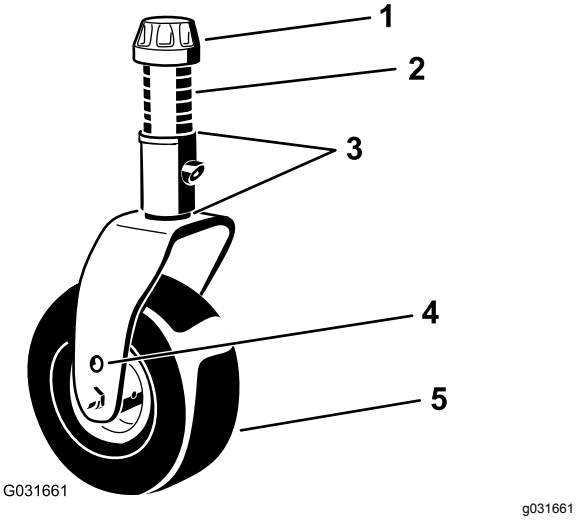
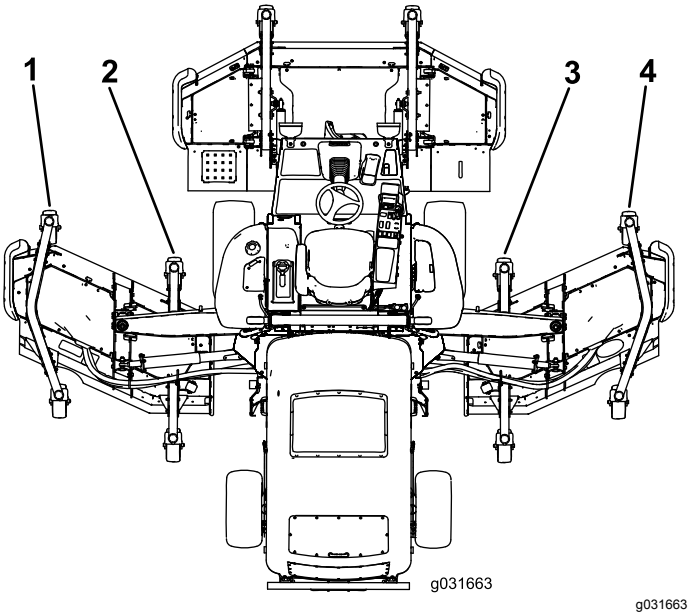

Figur 43
Figur 44
5. Hvis innerkanten på sideklippeenheten er for høy sammenliknet med ytterkanten på den fremre klippeenheten, fjern et mellomlegg fra nederst på den fremre indre styrearmen på sideklippeenheten (Figur 43 og Figur 44).
6. Hvis innerkanten fortsatt er for høy, fjern et mellomlegg til fra nederst på den fremre indre styrearmen på sideklippeenheten, og et mellomlegg fra den fremre ytre styrearmen på sideklippeenheten (Figur 43 og Figur 44).
7. Hvis innerkanten på sideklippeenheten er for lav sammenliknet med ytterkanten på den fremre klippeenheten, sett på et mellomlegg på 1 mm nederst på den fremre indre styrearmen på sideklippeenheten (Figur 43 og Figur 44).